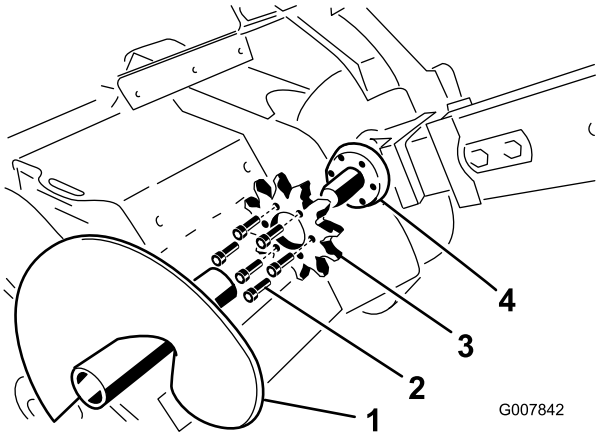

Figur 62
3. Ta bort matarskruven (Figur 62).
8. Lossa de sex skruvarna som fäster drevet (Figur 62).
9. Ta bort och kasta drevet (Figur 62).
10. Rengör drevets fästyta på dikesgrävaren (Figur 62).
11. Skjut på det nya drevet på axeln (Figur 62).
12. Gänga fast och dra åt de sex skruvarna i drevet med fingrarna (Figur 62).